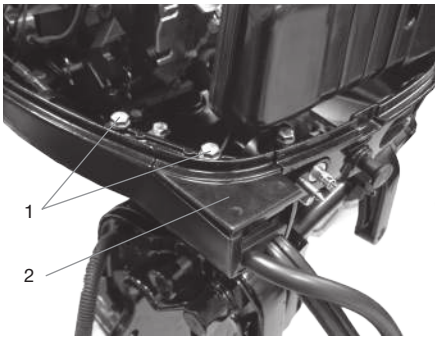

Рис. 10 Крышка узла крепления оболочек тросов управления
3. Открутите два болта 1 и снимите крышку 2 узла крепления оболочек тросов управления (Рис. 10).